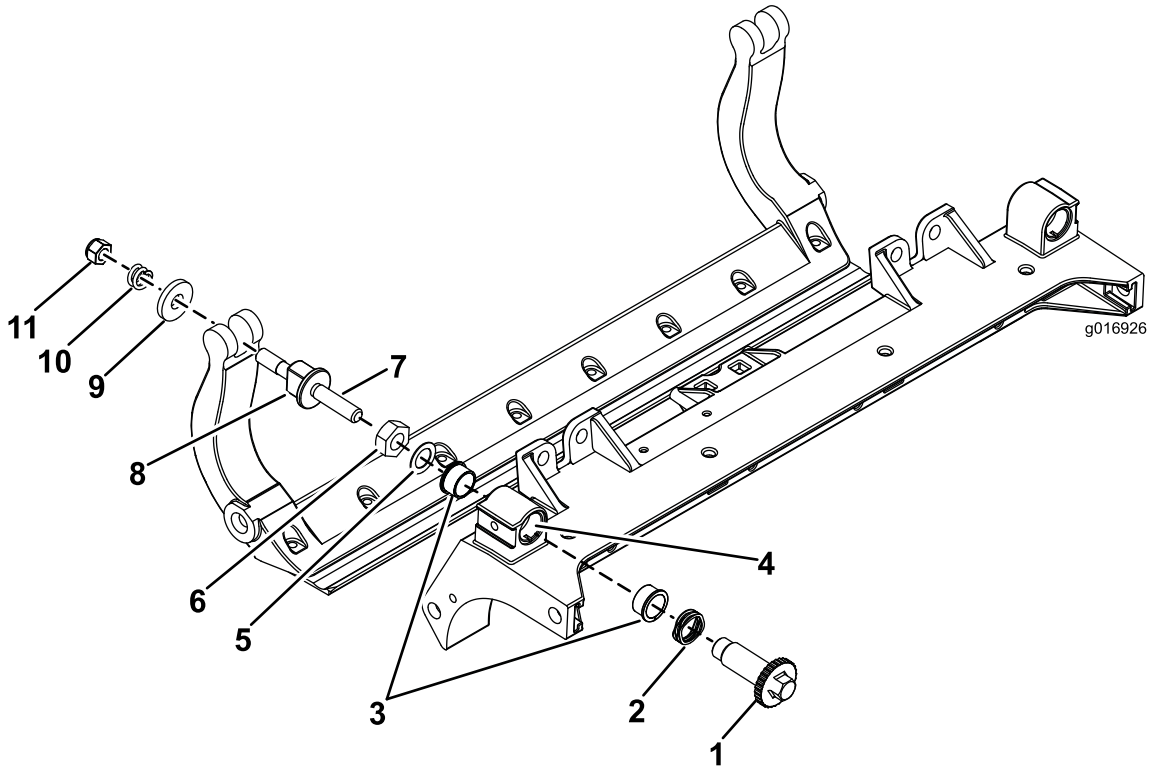

Figur 30
1. Ta bort alla delar (se *monteringsanvisningarna* för HD DPA-satsen med modellnr 120–7230 och Figur 30).
2. Applicera Never Seize på insidan av bussningsområdet på klippenhetens mittram (Figur 30).
3. Rikta in nycklarna på flänsbussningarna mot skårorna på ramen och montera bussningarna (Figur 30).
4. Montera en vågbricka på justeringsaxeln och skjut justeringsaxeln in i flänsbussningarna på klippenhetens ram (Figur 30).
5. Fäst justeringsaxeln med en planbricka och låsmutter (Figur 30). Dra åt låsmuttrarna till 20–27 Nm.
9. Fäst underknivsstången på vardera sidoplåten med tillhörande skruvar (muttrar på skruvar) och sex brickor. En nylonbricka placeras på vardera sidan om sidoplattans nav. Placera en stålbricka på utsidan av varje nylonbricka (Figur 30). Dra åt underknivstångens skruvar till ett moment på 37–45 Nm. Dra åt låsmuttrarna tills den yttre stålbrickan slutar att rotera och spelet försvinner, men dra inte åt för hårt och böj inte sidoplåtarna. Det kan finnas ett mellanrum vid brickorna på insidan (Figur 30).
10. Dra åt muttern på varje justeringsanordning för underknivsstången tills kompressionsfjädern är helt hoptryckt och lossa sedan muttern ett halvt varv (Figur 30).